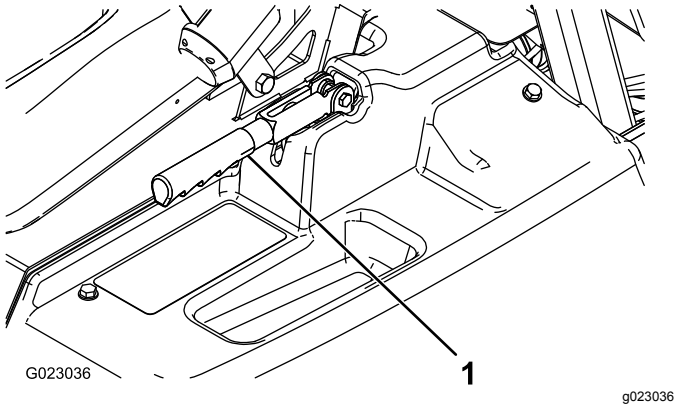

Figuur 48
2. Draai de stelschroef los waarmee de knop is bevestigd aan de parkeerremhendel (Figuur 48).